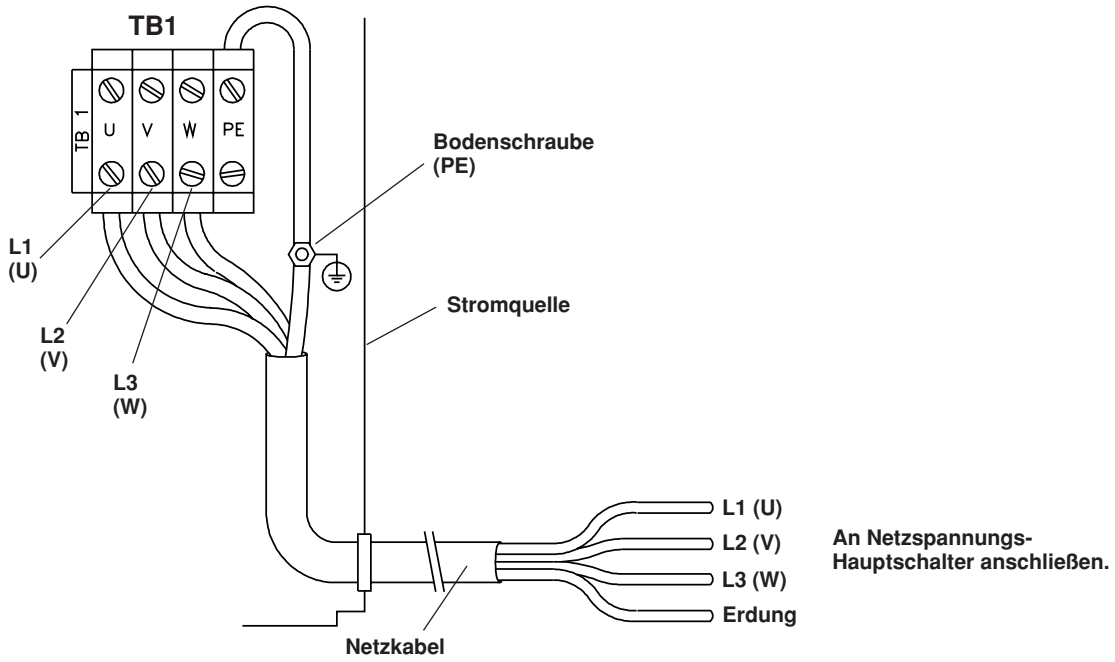

Abbildung 3-4 Anschluß des Netzkabels an der Stromquelle
1. Das Netzkabel durch die Zugentlastung im unteren rechten Teil der Rückseite führen. Die Netzkabelleitungen an TB1 auf der rechten Seite der hinteren Mittelplatte anschließen. (Siehe Abb. 3-4)
2. Die Netzleitungen an den Polen **L1 (U), L2 (V) und L3 (W) von TB1** anschließen. Sicherstellen, daß alle elektrischen Anschlüsse fest sind, um Überhitzung zu vermeiden.